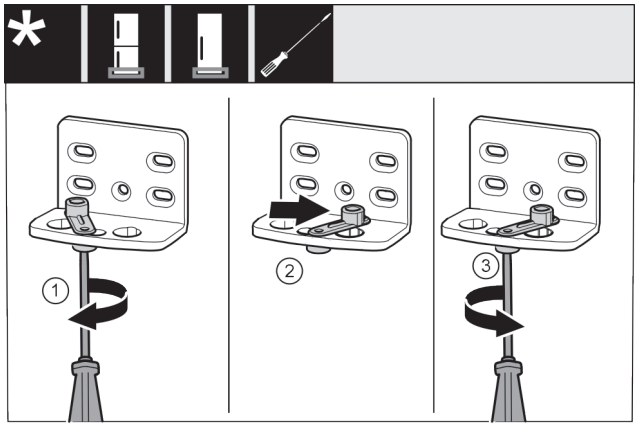

Fig. 16
▶ Schraube *Fig. 16 (1)* mit Schraubendreher lose schrauben.
▶ Türschließhilfe *Fig. 16 (2)* anheben und um 90° nach rechts in Bohrung drehen.
▶ Schraube *Fig. 16 (3)* mit Schraubendreher festschrauben.